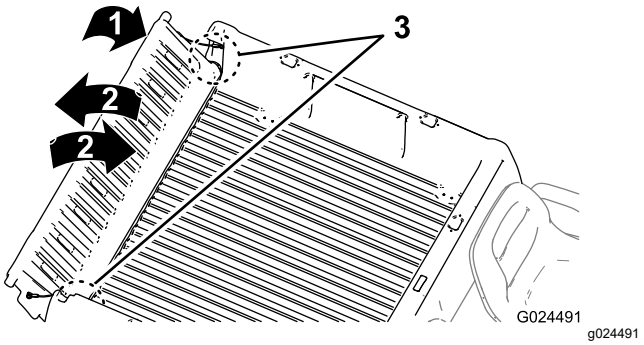

Rysunek 16
2. Ustaw tylną burtę w pozycji około 45° (Rysunek 16).
3. Wykonuj krótkie wstrząsane ruchy i poruszaj kilkukrotnie tylną burtą w górę i w dół (Rysunek 16).